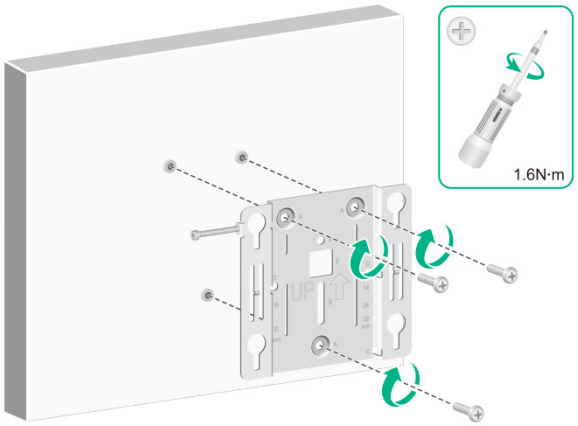

図 3-19 ブラケットの壁面への取り付け
5)　ブラケットの取り付け穴から壁用のネジを壁の穴に差し込みます。図 3-19 のようにブラケットを壁に固定します。